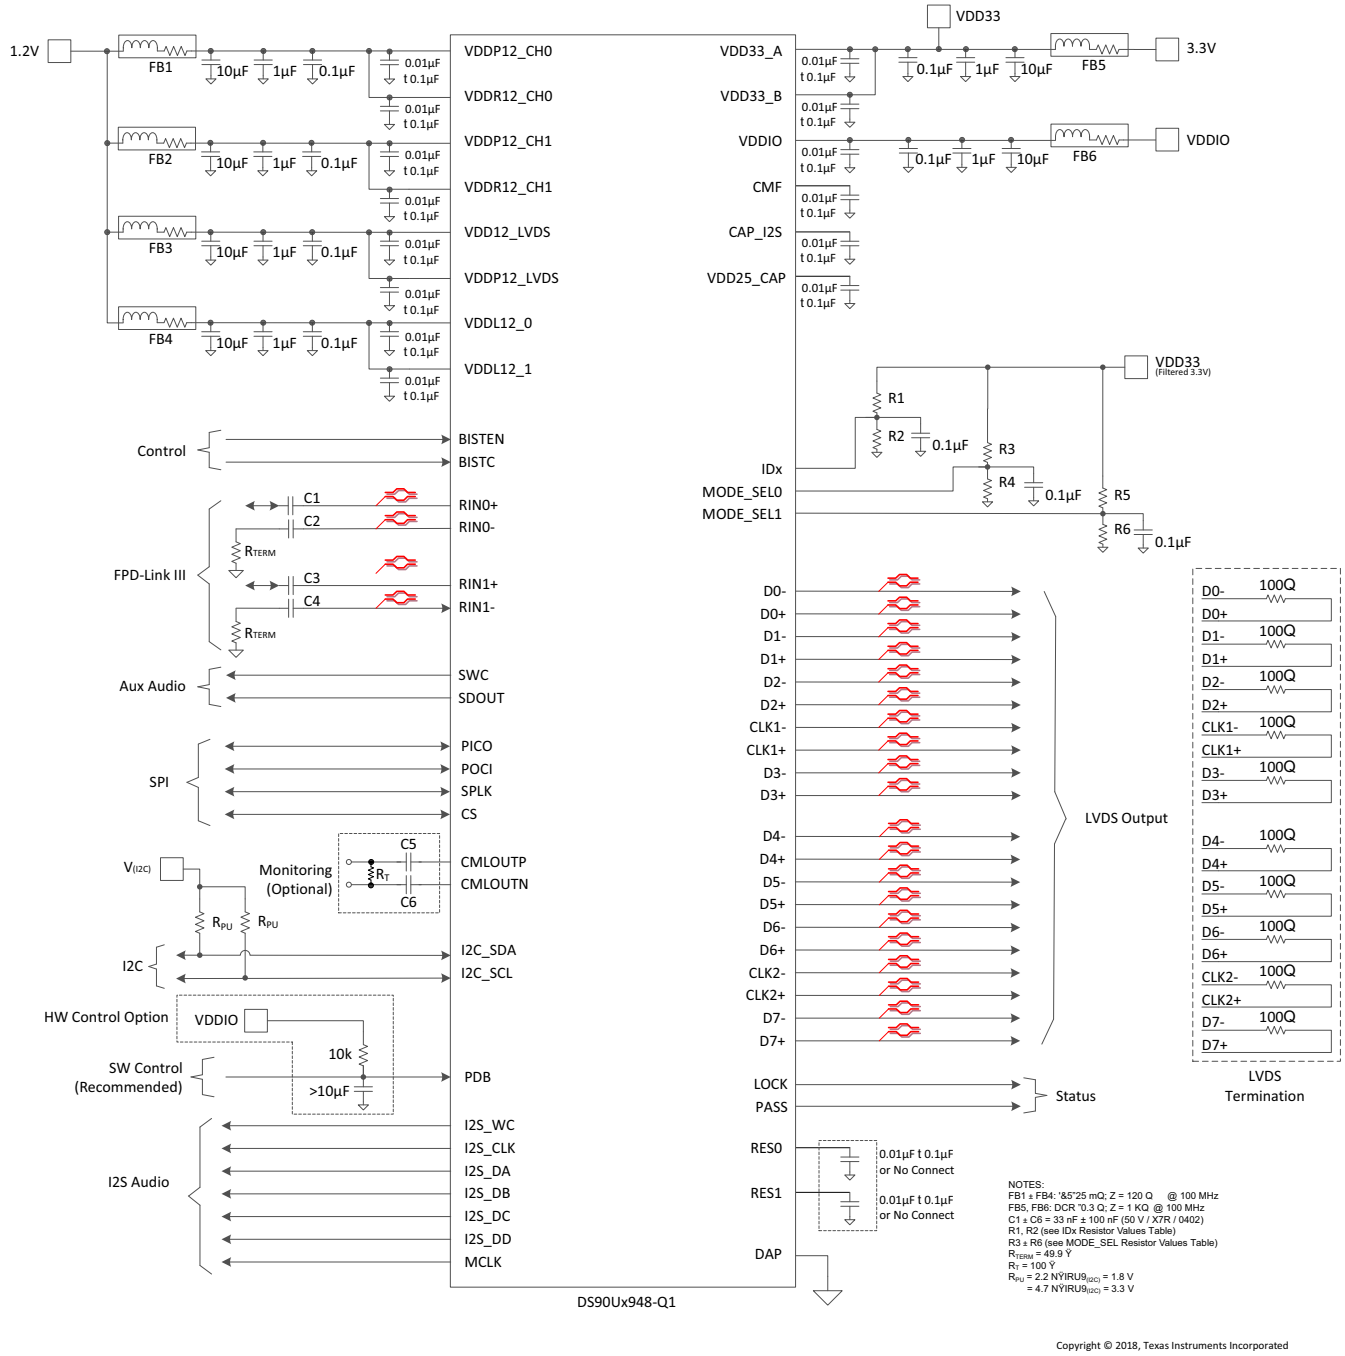
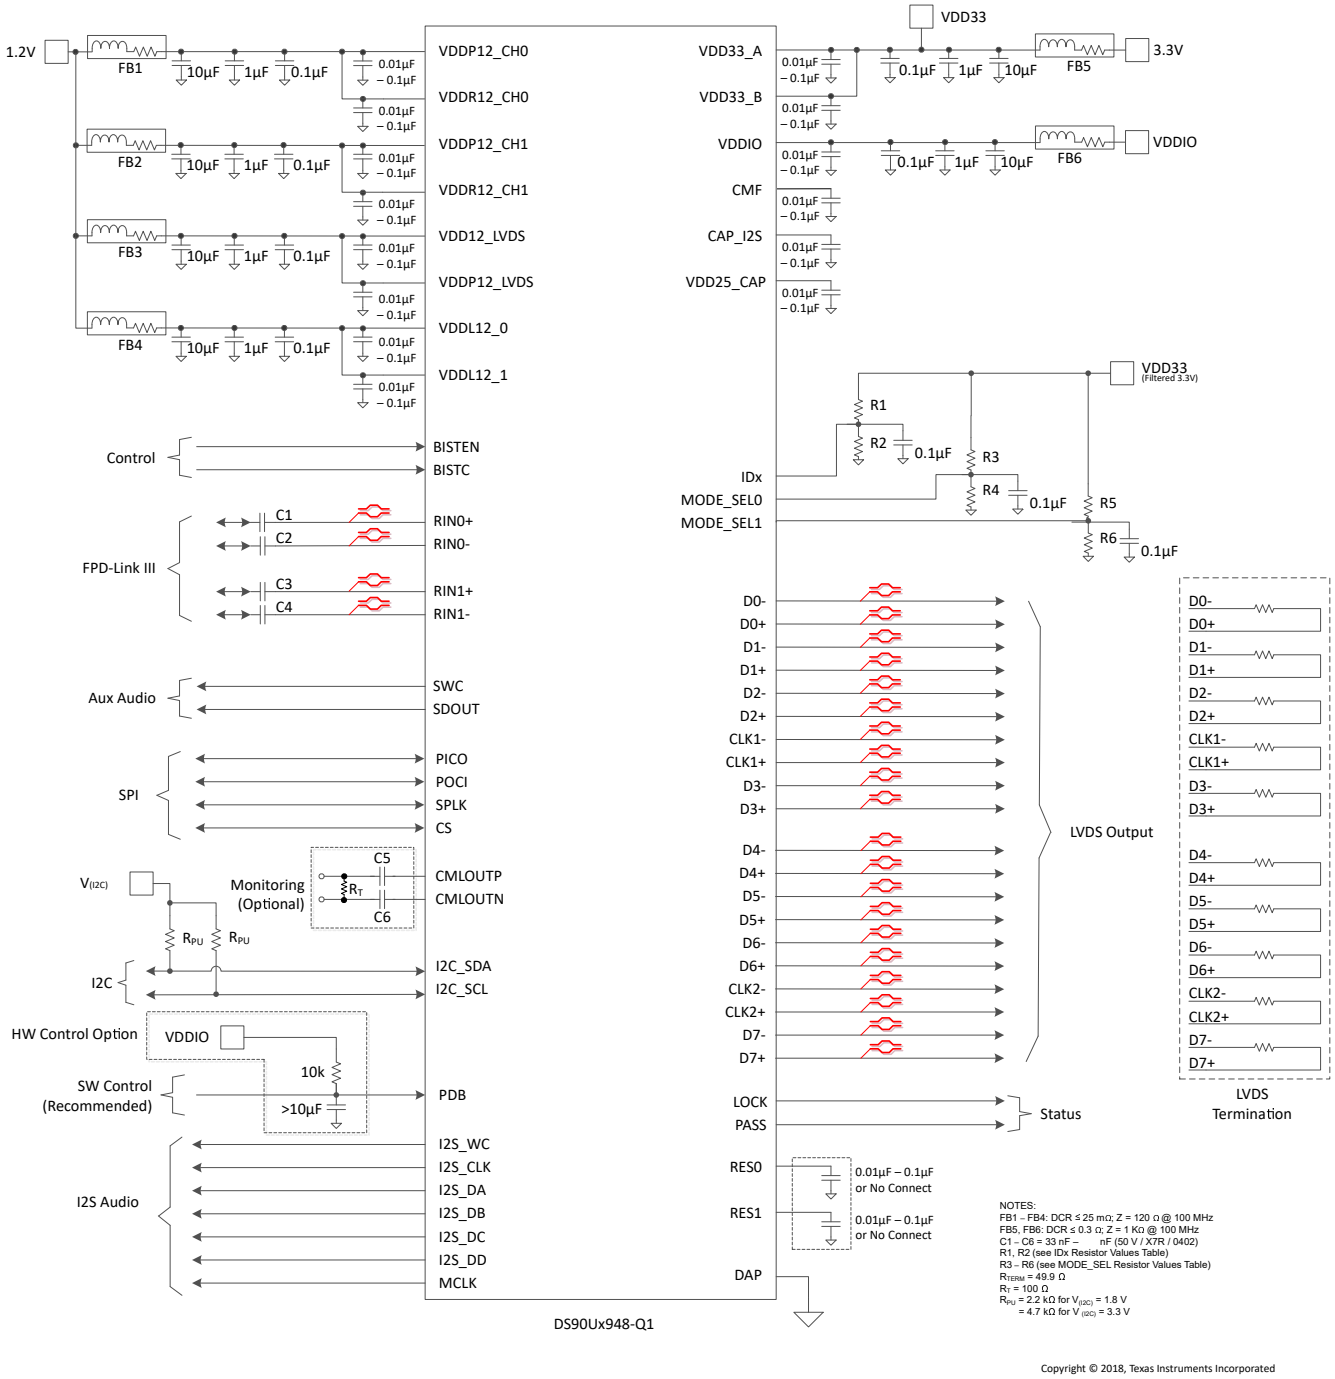

図 8-1. Typical Connection Diagram (Coax)
図 8-2. Typical Connection Diagram (STP)
Bypass capacitors must be placed near the power supply pins. At a minimum, use four (4) 10-µF capacitors for local device bypassing. Ferrite beads are placed on the two sets of supply pins (VDD33 and VDDIO) for effective noise suppression. The interface to the graphics source is LVDS. The VDDIO pins may be connected to 3.3 V or 1.8 V. A capacitor and resistor are placed on the PDB pin to delay the enabling of the device until power is stable. See 図 8-1 for a typical STP connection diagram and 図 8-2 for a typical coax connection diagram.